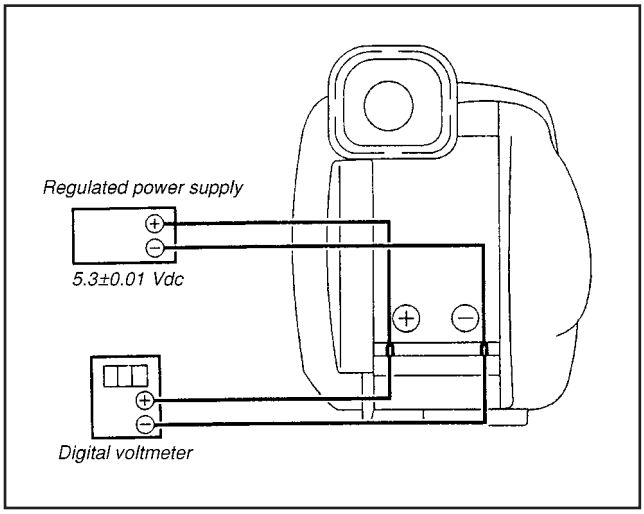

*Fig. 5-3-4.*
1) Connect the regulated power supply and the digital voltmeter to the battery terminal as shown in Fig. 5-3-4.